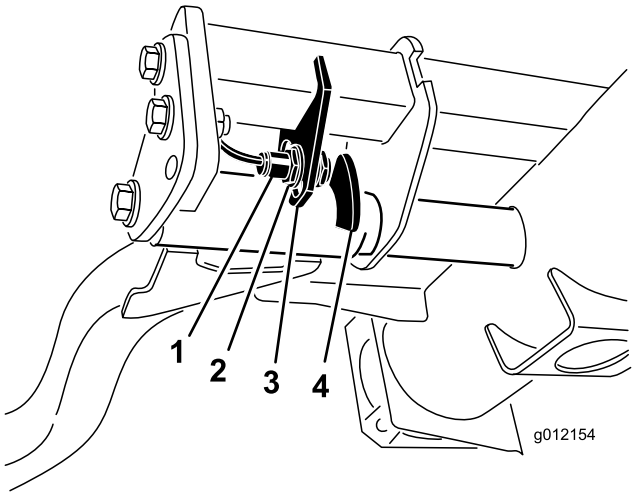

Figur 34
2. Lyftarmsbrytaren sitter under hydraultanken, bakom den främre, högra lyftarmen (Figur 34).
3. Lossa brytarens fästskruvar (Figur 34) och flytta ned brytaren för att öka lyftarmens vändhöjd eller flytta upp den för att minska vändhöjden. Dra åt fästskruvarna.